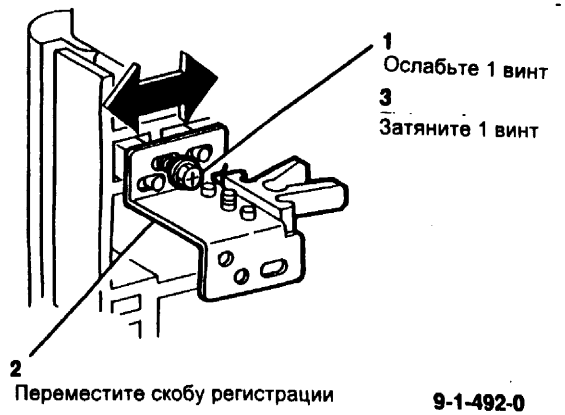

Рис. 2 Регулировка скобы регистрации
5. (Рис. 2) При необходимости отрегулируйте положение скобы регистрации.